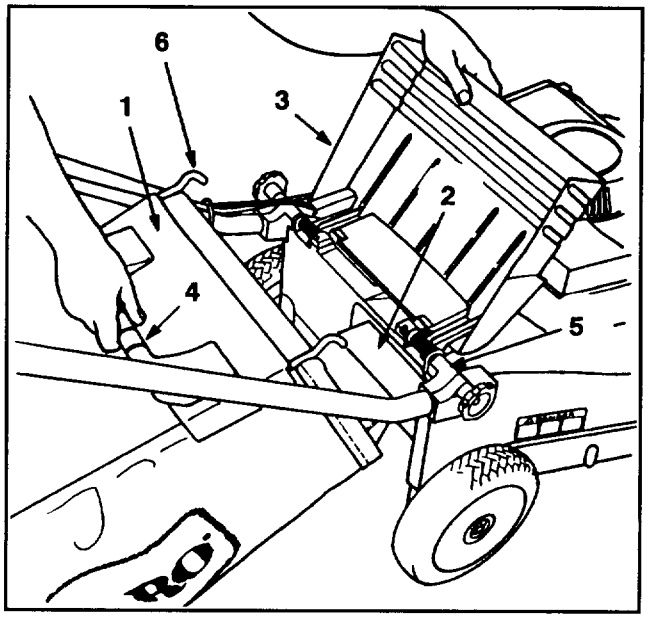

Abbildung 5
1. Die Auswurfklappe anheben, den Ansatz des Sacks in die Auswurföffnung schieben und den Sackrahmen auf den Haltebolzen am Gehäuse schieben (Abb. 5).